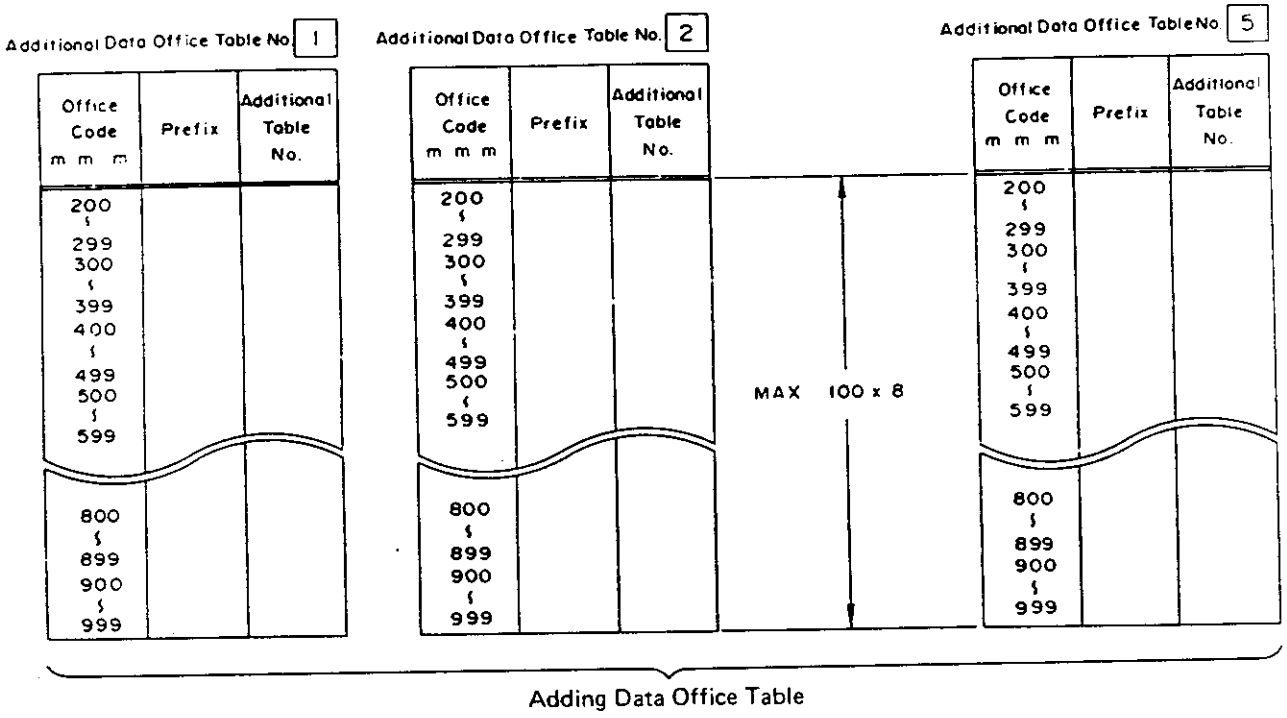

Figure 4.2.2.6.2.13 Adding Data Office Table Format
The system selects one of the tables shown in Figure 4.2.2.6.2.13 from the Adding Data Area/Office Table No. selected in item 6.
Note: There are five Adding Data Office Tables, each of which is so formatted that a prefix may be registered for each office code, and an index number may be entered in the adding table column. The index number points the adding table where the dial data to be added are stored. Office codes are consecutive, and are broken down into 100 by 8 blocks, as shown in Figure 4.2.2.6.2.13. These table must be filled out by the installer during planning.
(2) The system searches the Adding Data Office Table selected in item (1), example 2, for the office code registered in the input dial table (Figure 4.2.2.6.2.1) and selects the prefix and Adding Table No. that are registered there. The system stores in memory whether to add a "1" to the dial data to be sent, depending on whether the prefix "1" has been entered. The system then proceeds to referring to the Adding Table indicated by the selected Adding Table No.
(3) The Adding Table is the same as the one referred to in item 7, example 1. (See Figure 4.2.2.6.2.12). The system refers to this table, and selects dial data to be added and their position (before or after the normal dial data).